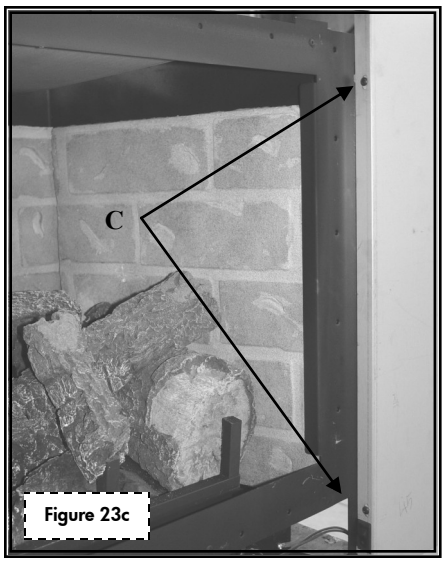

Figure 23c
2. Position tabs (lower end previously removed) on shroud into slots in insert face, aligning oblong holes on inside flange of shroud side sections to holes in mounting brackets. Secure with (4) screws (C), 2 each side. Figure 23c.
3. Position tabs (lower end previously removed) on shroud into slots in insert face, aligning oblong holes on inside flange of shroud side sections to holes in mounting brackets. Secure with (4) screws (C), 2 each side. Figure 23c.